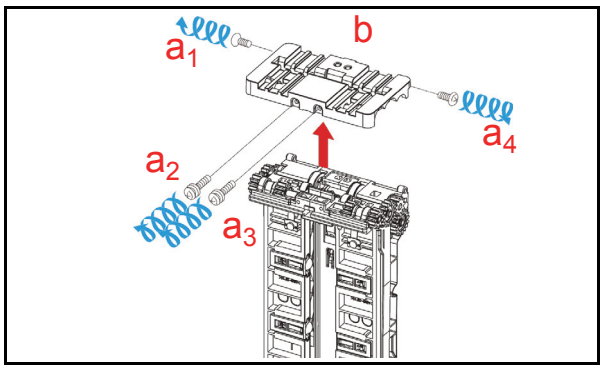

Figure 4-3 Pusher Mechanism Cover Removal
5. Remove the four (4) screws (See Figure 4-3 a_1, a_2, a_3 & a_4) retaining the Unit Cover in place (See Figure 4-3 b), and remove the Unit Cover from the Pusher Mechanism Assembly.